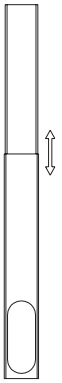

Fig2
2. Assembly finished as Fig2 drawing illustrated, consumer can adjust A board up or down according to hight of the window.